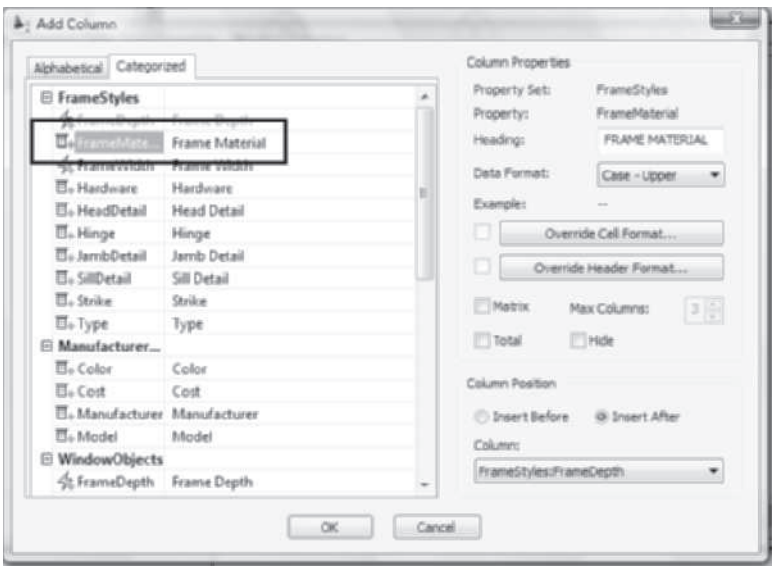

FIGURE 11.62 *Adding a Frame Material column to the window schedule*
13. Click the **Add Column** button to open the **Add Column** dialog box. Scroll down the left column of properties and select **FrameMaterial** from the **WindowObjects** property set. Overtype **FRAME MATERIAL** in the **Column Properties** section. Verify that Data Format = **Case-Upper**. Select the **Insert After** radio button of the **Column Position** section and select **WindowObjects:FrameDepth** from the **Column** drop-down list as shown in Figure 11.62. Click **OK** to dismiss the **Add Column** dialog box.